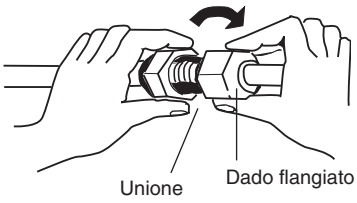

Fig. 5-5
(3) Per un collegamento corretto, allineare il tubo di raccordo e quello svasato diritti uno rispetto all'altro e quindi avvitare bene il dado flangiato in modo da ottenere un'adesione perfetta (Fig. 5-5)